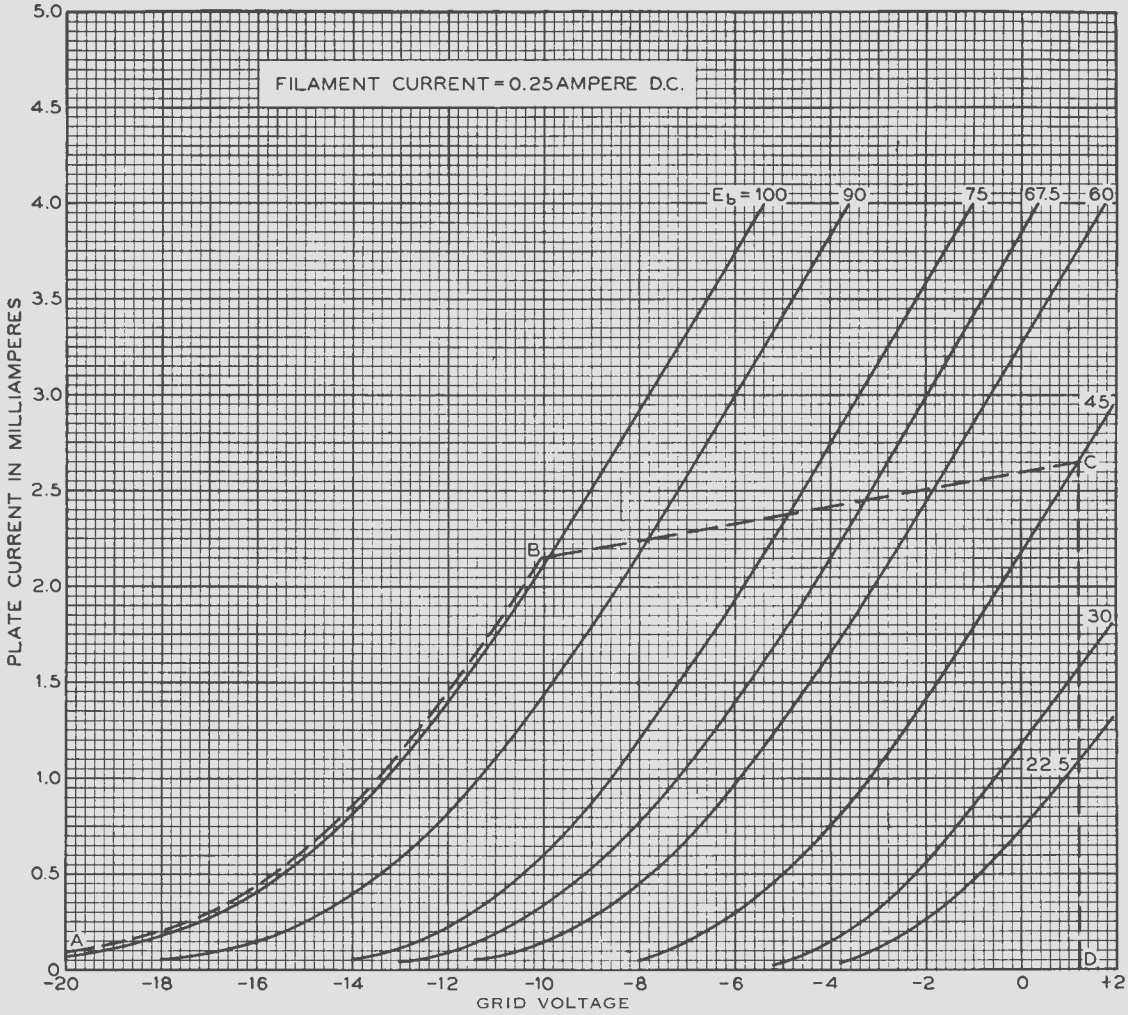
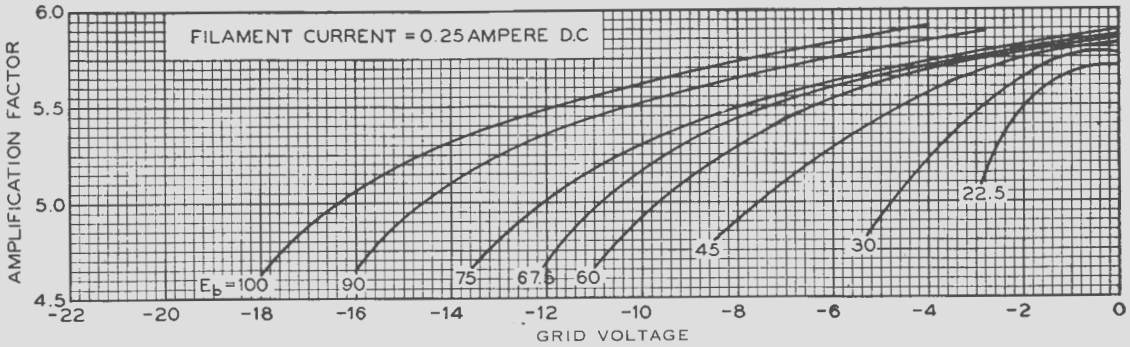

FIG. 3
FIG. 4
**Characteristics**—Plate current characteristics of a typical 215A tube are shown in Figure 3 as functions of grid voltage for several values of plate voltage. Corresponding amplification factor, plate resistance, and transconductance characteristics are given in Figures 4, 5 and 6, respectively. Plate current characteristics as functions of plate voltage are shown in Figure 7 for several values of grid voltage. The grid and plate voltages for all of these characteristics are measured from the negative end of the filament.
**Operating Conditions and Output**—Permissible operating conditions are included within the area, ABCD, in Figure 3. Amplification factor, plate resistance, transconductance, and performance data are given in the table on page 3 for a number of typical amplifier operating conditions represented by selected points within this area. Typical detector operating conditions for both plate current and grid current detection are also listed in the table. The less severe operating conditions should be selected in preference to maximum operating conditions wherever possible. The life of the tube at maximum conditions may be shorter than at less severe conditions.